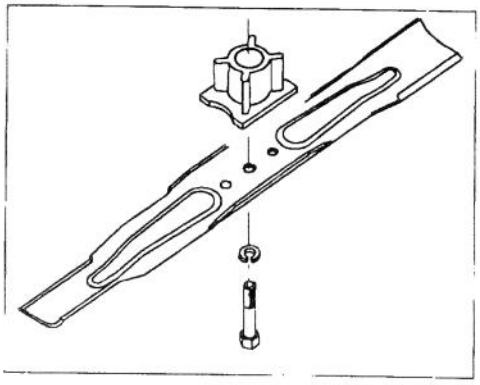

Figure 20
5. REMOVING BLADE – Grasp end of blade using a rag or thickly padded glove. Remove blade bolt, lockwasher and blade (Fig. 20)